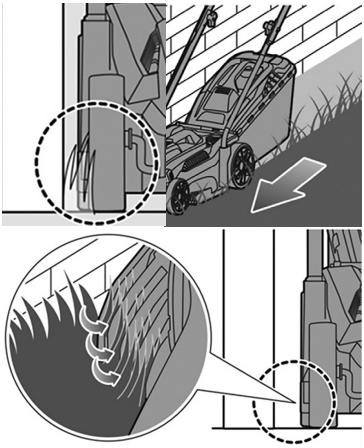

Рис. 17 Положение газонокосилки при скашивании у стены
9. Будьте осторожны при скашивании травы у таких препятствий, как ограждение, стена и т.п. Защитные выступы на корпусе газонокосилки позволяют сделать это аккуратно (Рис. 17).